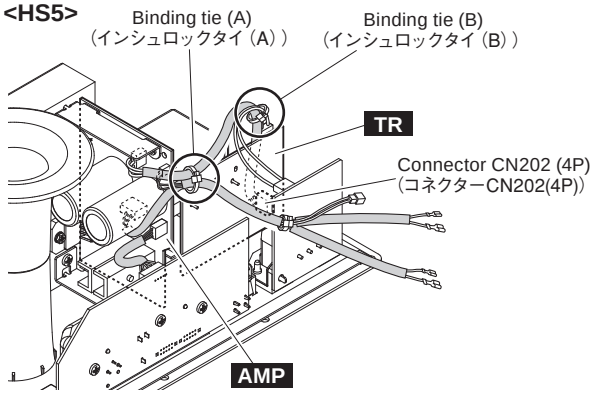

Fig. 4 (図4)
5-1 Remove binding tie (A) and (B). Disconnect the connector assemblies from the connector CN202 (4P) of the TR circuit board. (Fig. 4)
* ***Install as before binding tie (A) and (B) was removed. (Fig. 4)***
5-1 インシュロックタイ(A)とインシュロックタイ(B)を外し、TR シートのコネクター CN202(4P) から束線を外します。(図 4)
※ **取付けるときには、インシュロックタイ (A) とインシュロックタイ (B) を取り外す前と同じように取り付けてください。(図 4)**